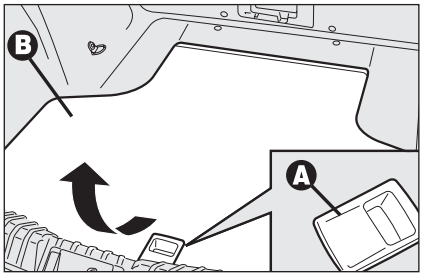

fig. 2 A0E0132m
- mediante la manilla **A-fig. 2**, levante el revestimiento rígido **B** y engánchelo como se ilustra en la **fig. 3**;